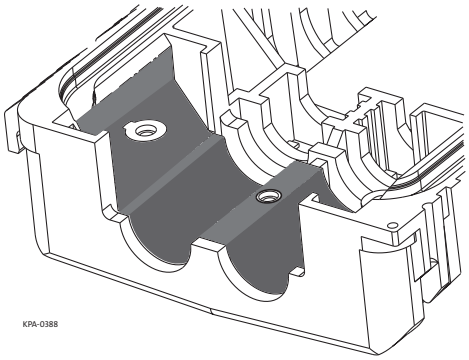

Figure 7
Step 2: Align the center hole in the tape with the center hole in the terminal base and apply sealing tape (Figure 7). Make sure not to obstruct the holes for the sealing wedge screws.